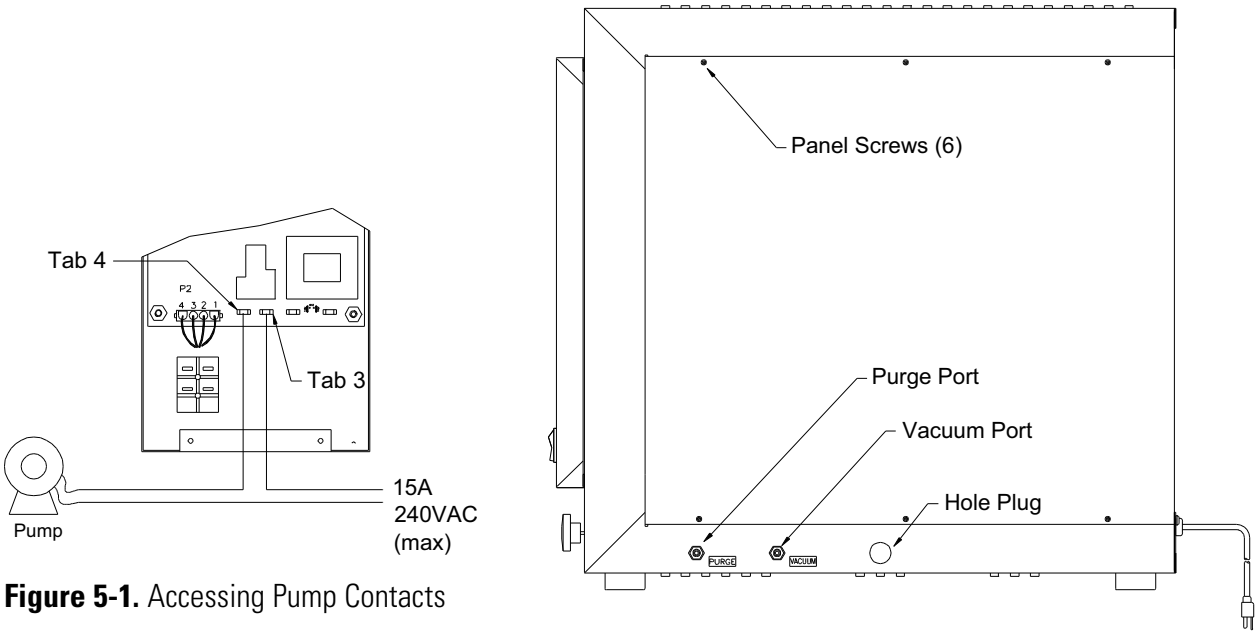

Figure 5-1. Accessing Pump Contacts
6. The pump circuit should be connected as shown in Figure 5-1.